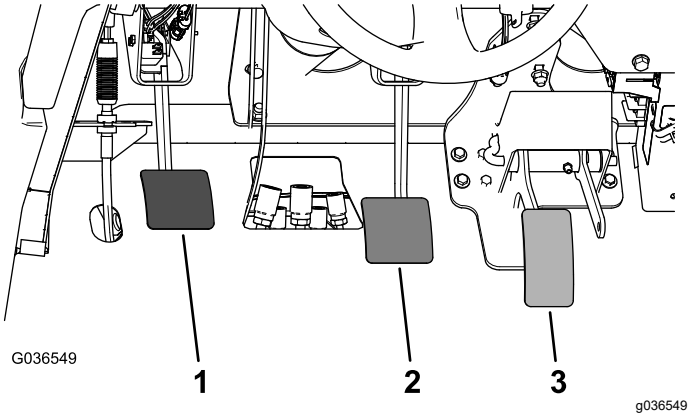

Figur 62
2. Slipp opp bremsepedalen (Figur 62) til den kommer i kontakt med rammen.
3. Løsne låsemutterne som fester krysshodet til hovedsylinderstangen (Figur 62).